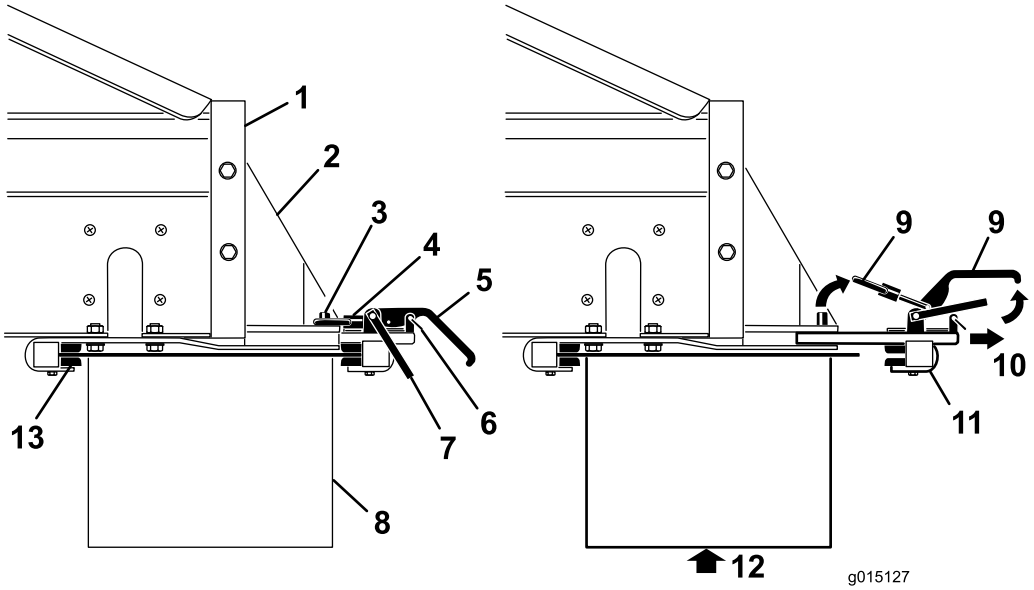

Figur 37
3. Fjern sikkerhetslåsklipsene fra klemmehåndtakene (Figur 37).
4. Løft sikkerhetslåsen, løft deretter klemmehåndtakene for ekstrautstyret, og frigjør låseringene fra låsestiftene (Figur 37).
5. Skyv bakre klemme for tilleggsutstyr ut av hurtigfestesporene (Figur 37).
6. Med hjelp fra en annen person, før inn fremre kant av krysstransportbåndet/svivelen opp og under bak på MH-400 inn i frontklemmene på brakettene (Figur 37).
7. Samtidig som du støtter krysstransportbåndet/svivelen, skyv bakre klemme for tilleggsutstyret tilbake inn i sporene på brakettene og over bakre kant (Figur 37).
9. Reinstaller sikkerhetslåsklipsene på klemmehåndtakene (Figur 37).